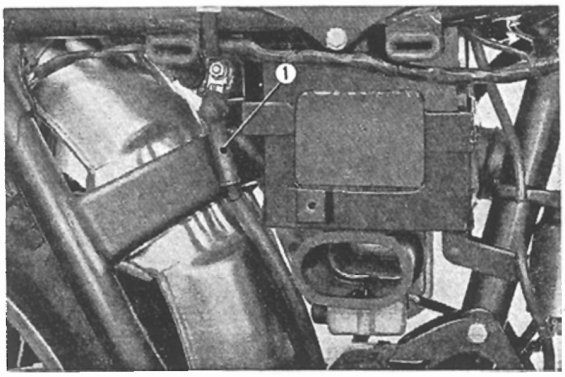

Fig. 3. 6 Removing the starting motor cable
9. Remove the starting motor cable. (Refer to Fig. 3. 6)